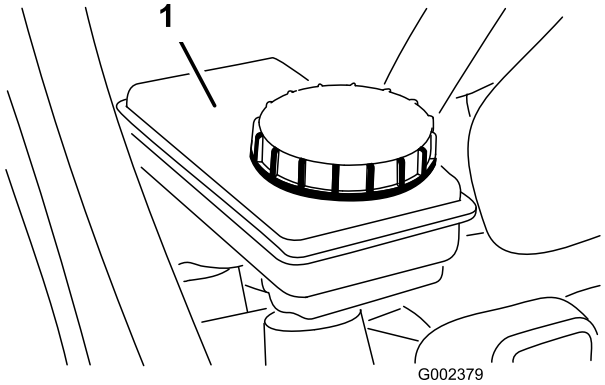

Figur 23
2. Vätskenivån ska nå upp till markeringen ”Full” i behållaren (Figur 23).